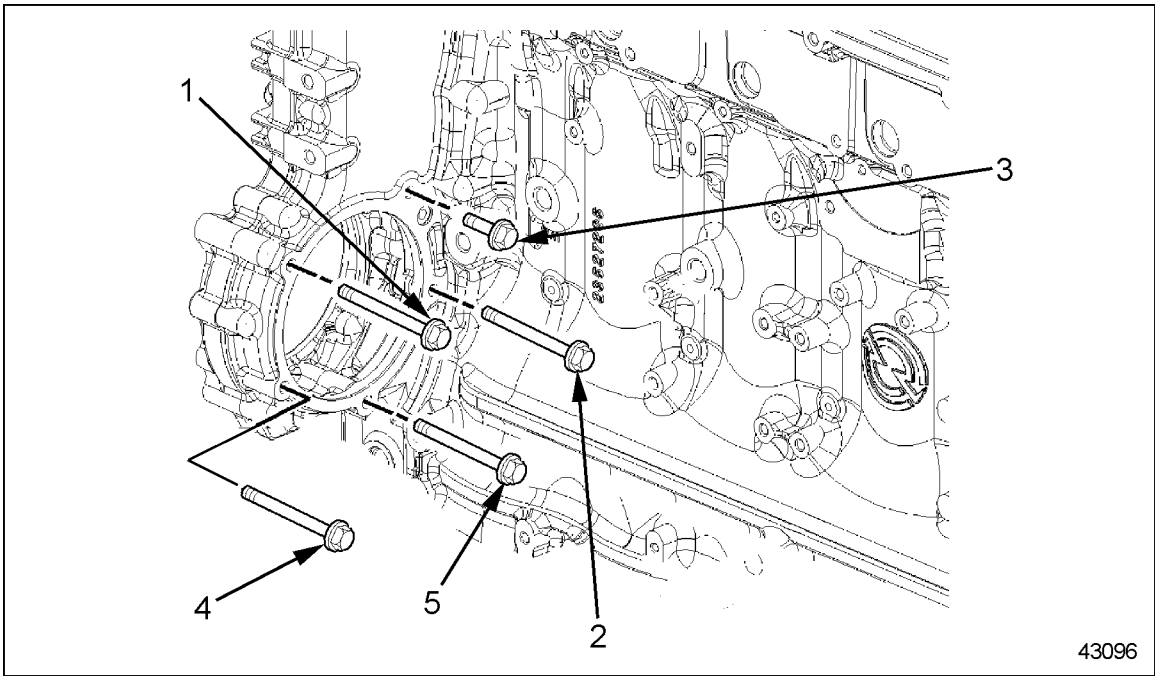

Figure 10-8 Bolt Torque Sequence Series 60 2002 Single Cylinder Air Compressor
5. For torque sequence for Series 60 2002 EGR Single Cylinder Air Compressor see Figure 10-8. Torque five bolts to 58-73 N·m (43-54 lb·ft).